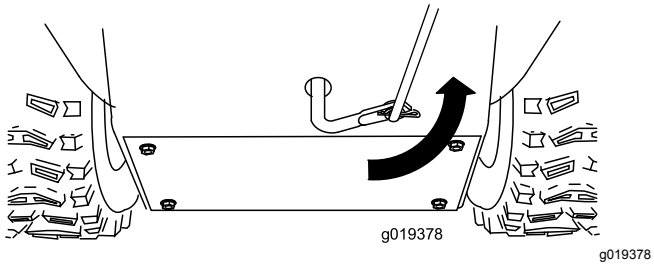

Rysunek 8
5. Obróć ramię dolnego łącznika całkowicie w górę (w lewo), jak pokazano na Rysunek 8.